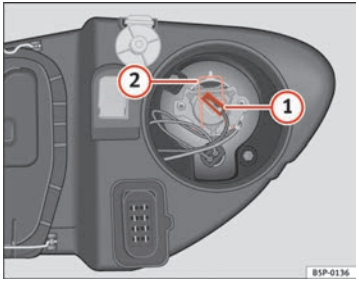

Fig. 189 Main beam headlights
– Remove the connector ⇒ fig. 189 (1) from the bulb.
– Press the spring ⇒ fig. 189 (2) inwards and to the right.